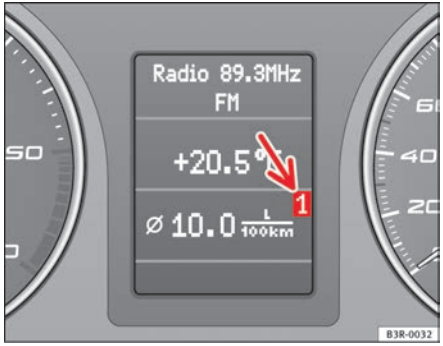

Fig. 59 On-board computer: memory 1
The numbers in the display ⇒ fig. 59 indicates which of the two memories is currently in use. The figure **1** means that the display is showing the information in the single journey memory (on-board computer 1). The figure **2** means that the display is showing the information in the total journey memory (on-board computer 2).
– Press the reset button (B) repeatedly until the on-board computer (memory 1 or 2) ⇒ page 85, fig. 59 is displayed.